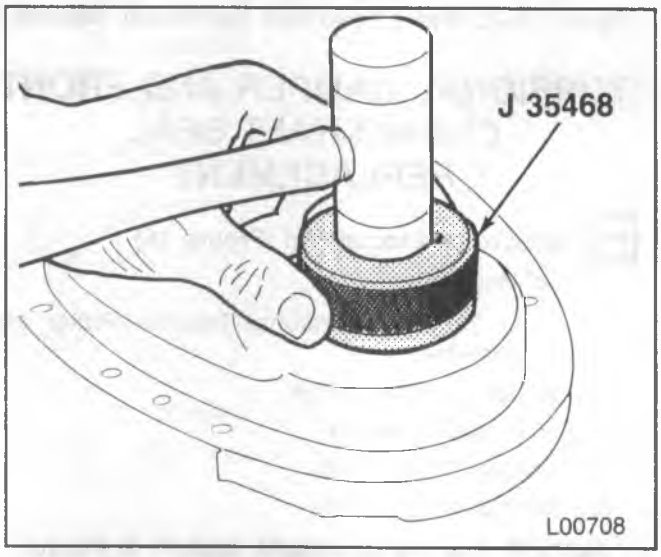

Figure 19—Installing the Front Crankshaft Oil Seal
Install or Connect (Figure 19)
1. Front crankshaft oil seal using J 35468 (figure 19). The open end of the seal faces inside the engine. Coat the seal lips with engine oil.